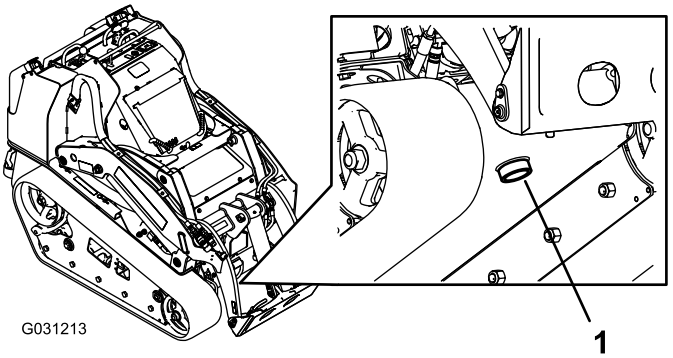

Figuur 60
7. Plaats een grote opvangbak (geschikt voor ruim 57 liter) onder de aftapplug aan de voorzijde van de tractie-eenheid (Figuur 60).
8. Verwijder de aftapplug zodat de olie in de opvangbak kan lopen (Figuur 60).